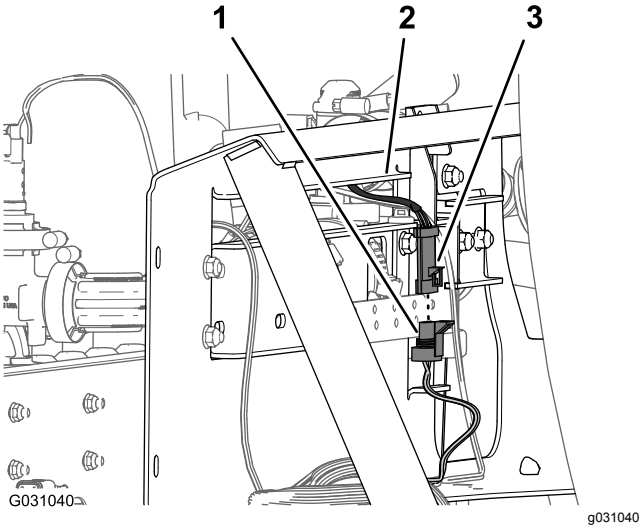

Figur 130
6. Anslut kontakten med tre stift på omrörningsventilens kablage till kontakten med tre uttag på den 203 cm långa kablagedelen märkt **Agitation Valve** (Figur 130).